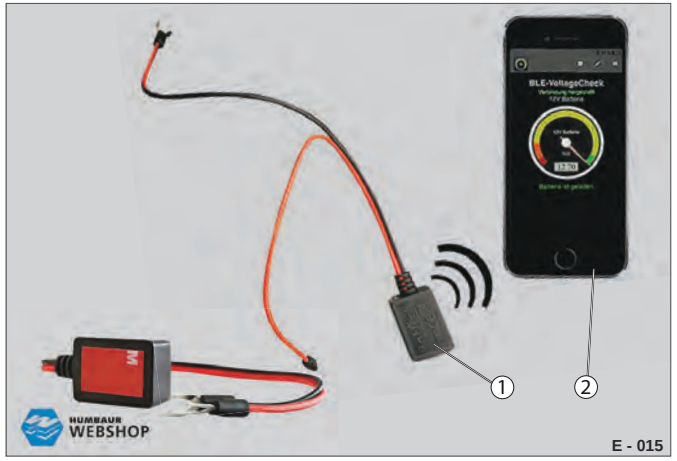

Fig. 14 Kontrolapparat
▶ Kontrollér fladetilstanden på batteriet, f.eks. ved hjælp af en Battery Guard (Fig. 14 /1).